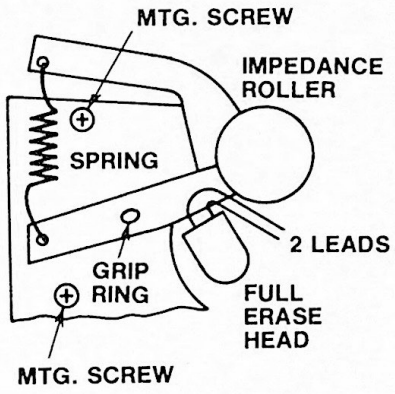

Figure 19. Full Erase Head Removal
1. Unsolder two (2) leads from the erase head — see Figure 19.
4. Remove two (2) screws holding bracket.
5. Remove two (2) screws from bottom of erase head.